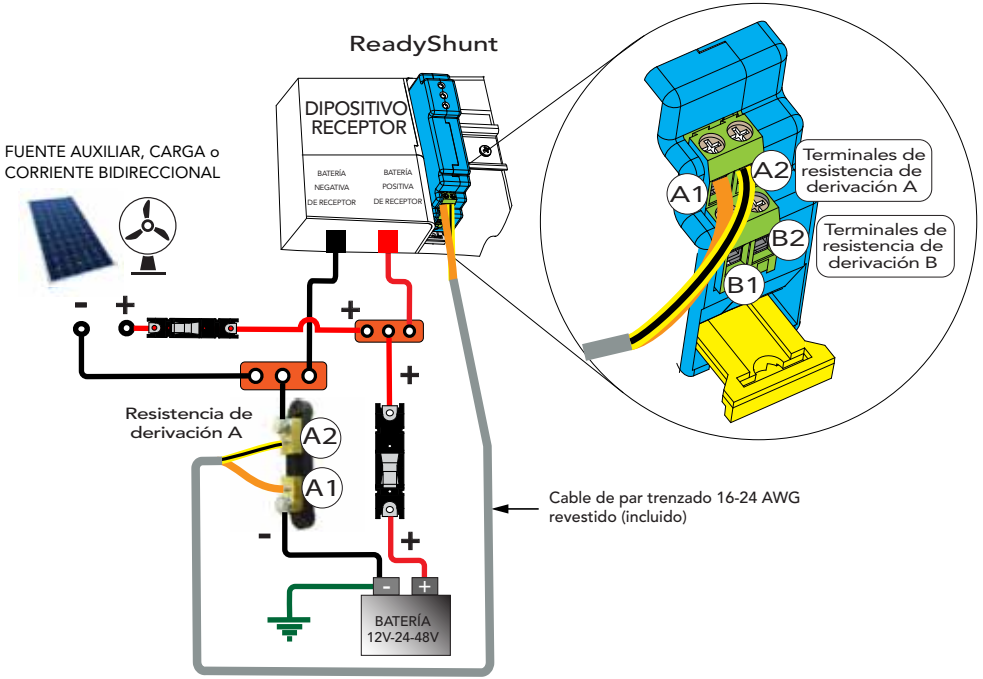

Figura 5-3. Ejemplo de cableado de la corriente neta de la batería del Shunt Block
Para un sistema con derivación(es) de ramal negativo, conecte el cable con rayita amarilla/negra (par trenzado) al lado de carga/carga de la derivación y luego conecte el otro extremo a A(2) o B(2). Terminal ReadyShunt (consulte la vista detallada de los terminales en la Figura 5-3, 5-4 y 5-5).